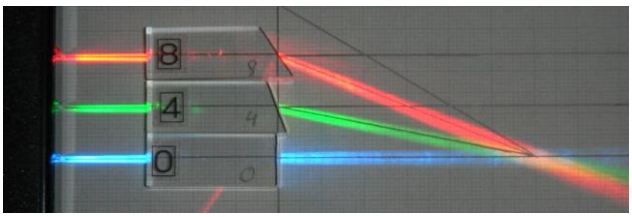

Fig. 1 An example of the experimental setup.
ここで提案している実験は、ものづくり体験の一環として、ノコギリ状の断面を持つフレネルレンズの原理に基づき、傾斜面をもつアクリル棒を複数本組み合わせ、平行光を 1 点に集光できるようなレンズ（Fig. 1）を学生自ら組み合わせ、動作確認することを目標とする。以前の報告[1]では、実験教材の試作ができたことを報告したが、アクリル棒の加工を専門の業者（表面は加熱仕上げ）に依頼したために、予想より高額になった。本校の受講学生数と一週間の開講クラス数を考えると、①非常に多数のアクリル棒を用意する必要があり、低価格化が望ましい、②表面のダメージなどに対して、すぐ修復できる用意が必要、との意見があり、現在、自前でアクリル棒の傾斜面加工ができるよう、検討をすすめている。この場合、光学的に滑らかな表面と、ある程度精度よい角度の傾斜面を得ることが重要となる。